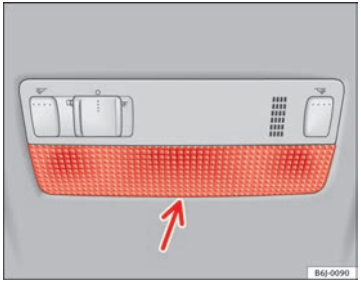

Fig. 179 Front reading light
– Insert a fine screwdriver between the casing and the glass ⇒ Fig. 179.